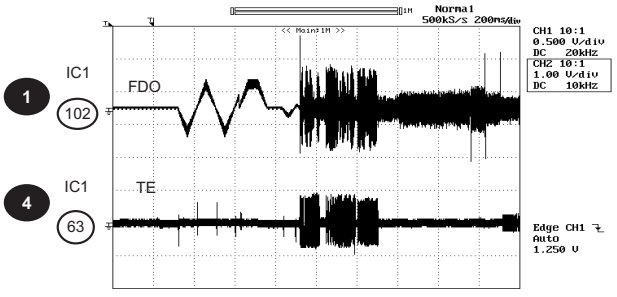

Figure 2
1. Is focus servo activated? (Waveform drawing Figure 2)